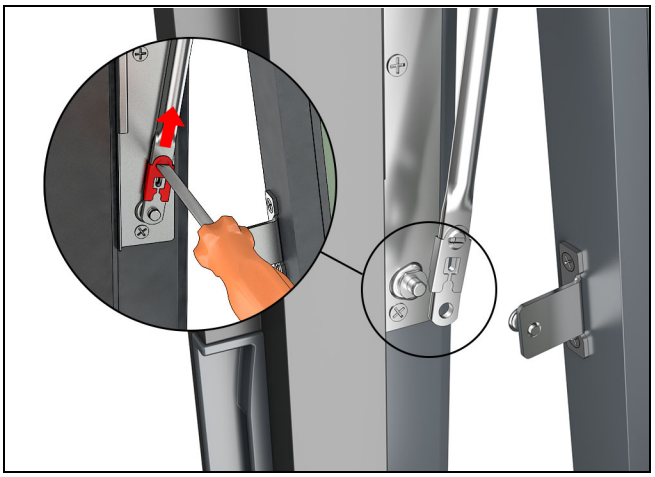

Figure 84
3. While fully supporting the sash, detach the hinge linkages from both sides of the sash. Use a flat head screwdriver to disengage the clip. Pry the hinge arm inward to release the arm from the hinge stud. See Figure 84.